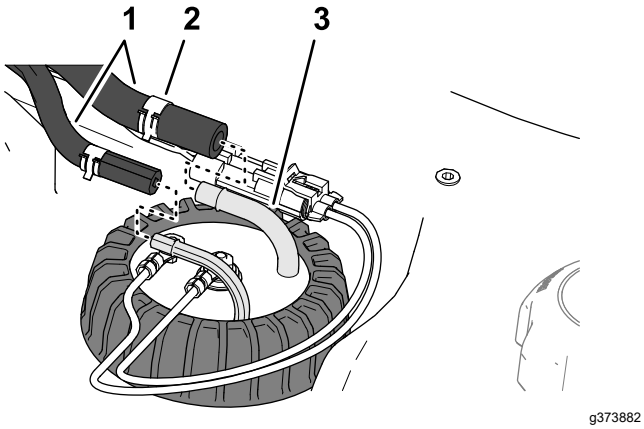

Figura 120
4. Deplasai clemele care fixează furtunurile pe fitingurile pării interioare a transmiătorului pentru combustibil i îndepărtai furtunurile de fitinguri (Figura 120).